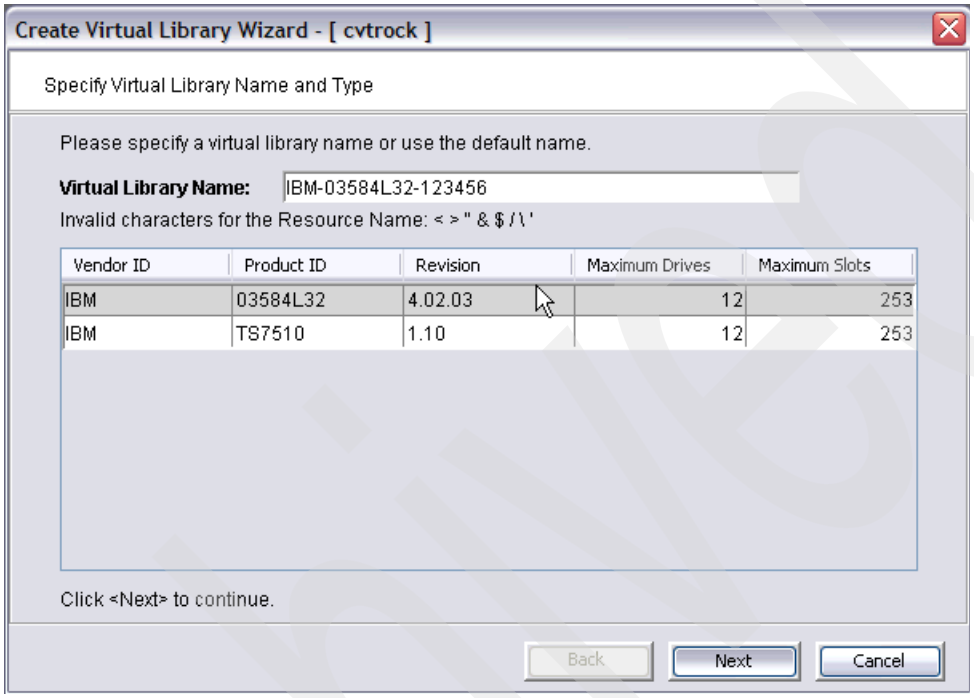

Figure 4-24 Specify Virtual Library Name and Type panel
2. In the Specify Virtual Library Name and Type panel (Figure 4-24), select the library type, and type a name for the new virtual library.